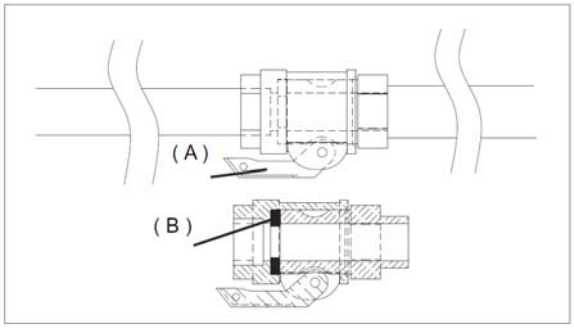

ABB. 8
Den Wasserzufluss regulieren, bis die vom Materialhersteller empfohlene Konsistenz erreicht ist. Den Lufthahn der Pistole schließen. Den Zustand der Materialschläuche und der Anschlüsse sowie die korrekte Montage der Dichtungen prüfen. In den ersten Schlauchabschnitt etwa drei Liter Zementbrei gießen und die Schläuche dann an die Fördersammelleitung (Bez. 10) und an die Sprühpistole anschließen. Sicherstellen, dass die Nockenhebel (A) der Anschlüsse korrekt arretiert sind und die Dichtung (B) abbildungsgemäß montiert ist (vgl. Abb. 8).